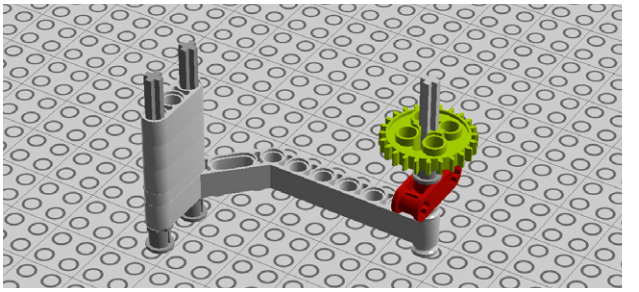

Figure 7-73. *Step 66: Adding a gear*
66. Add a 24-tooth gear as shown in Figure 7-73.